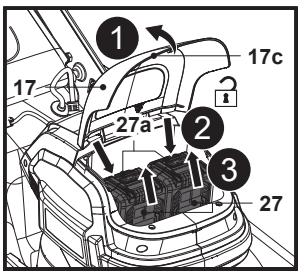

Fig. 8
1. Soulever le couvercle magnétique (17c) et ouvrir le couvercle du compartiment de la batterie (17) (Fig. 8, étape 1).
2. Appuyer sur le bouton de déverrouillage (27a) pour déverrouiller le verrou de la batterie (27) (Fig. 8, étape 2).
3. Faire glisser la batterie (27) hors du compartiment de la batterie (Fig. 8, étape 3).
4. Répéter les étapes ci-dessus pour retirer une autre batterie (27).
5. Fermer le couvercle du compartiment de la batterie (17) avec précaution.